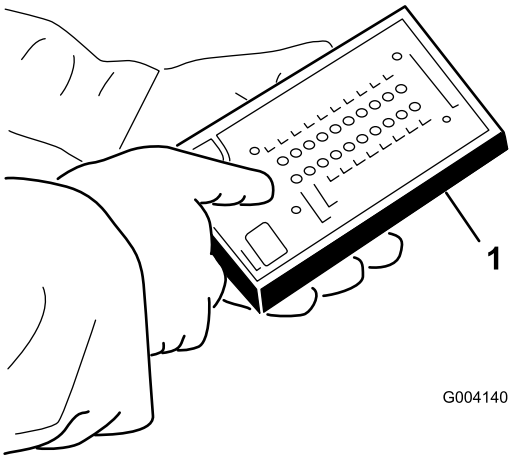

Figura 28
5. Collegate il connettore del display diagnostico ACE al connettore di circuito chiuso del cablaggio preassemblato (Figura 28).